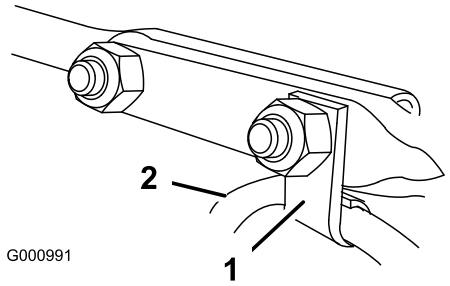

Rysunek 11
6. Załóż zacisk linki, który podtrzymuje linkę deflektora, na przednią śrubę podsadzaną i dokręć śruby podsadzane za pomocą nakrętek zabezpieczających z woreczka z częściami (Rysunek 11).